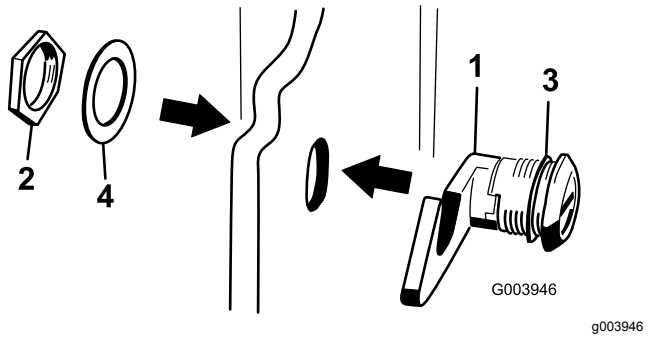

Figur 17
3. Fjern mutteren fra panserlåsenheten (Figur 17).